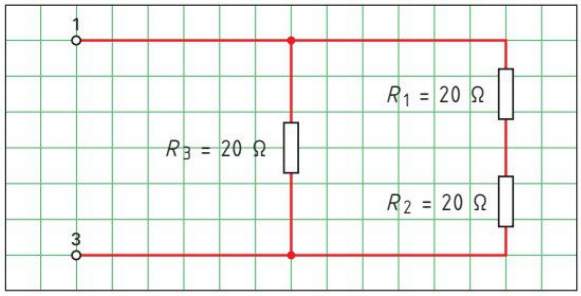
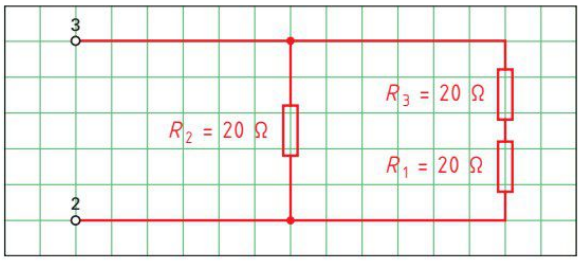

Bild 3: R_1, R_2 und R_3 zwischen den Klemmen 1 und 3
Bild 1: R_1, R_2 und R_3 zwischen den Klemmen 3 und 2
1. Ergänzen Sie **(Bild 3)** die Schaltung der Widerstände R_1, R_2 und R_3 zwischen den Anschlussklemmen 1 und 3.
2. Wie wird die Schaltung der Widerstände **(Bild 3)** genannt?
8. Zeichnen Sie in **Bild 1** die Schaltung der Widerstände R_1, R_2 und R_3 zwischen den Anschlussklemmen 3 und 2 nach **Bild 2, Seite 44**.
10. Vergleichen Sie die Schaltung zwischen den Anschlussklemmen 3 und 2 **(Bild 1)** mit der Schaltung zwischen den Anschlussklemmen 1 und 3 **(Bild 3, Seite 44)**. Geben Sie an, welchen Wert der Ersatzwiderstand R_{123} zwischen den Anschlussklemmen 3 und 2 hat.